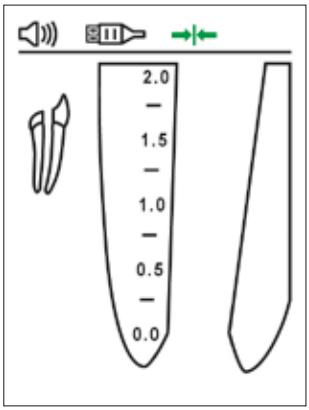

Figure 4
- The "Connection" symbol should appear on the status bar of the display, indicating proper connection (Fig. 4).